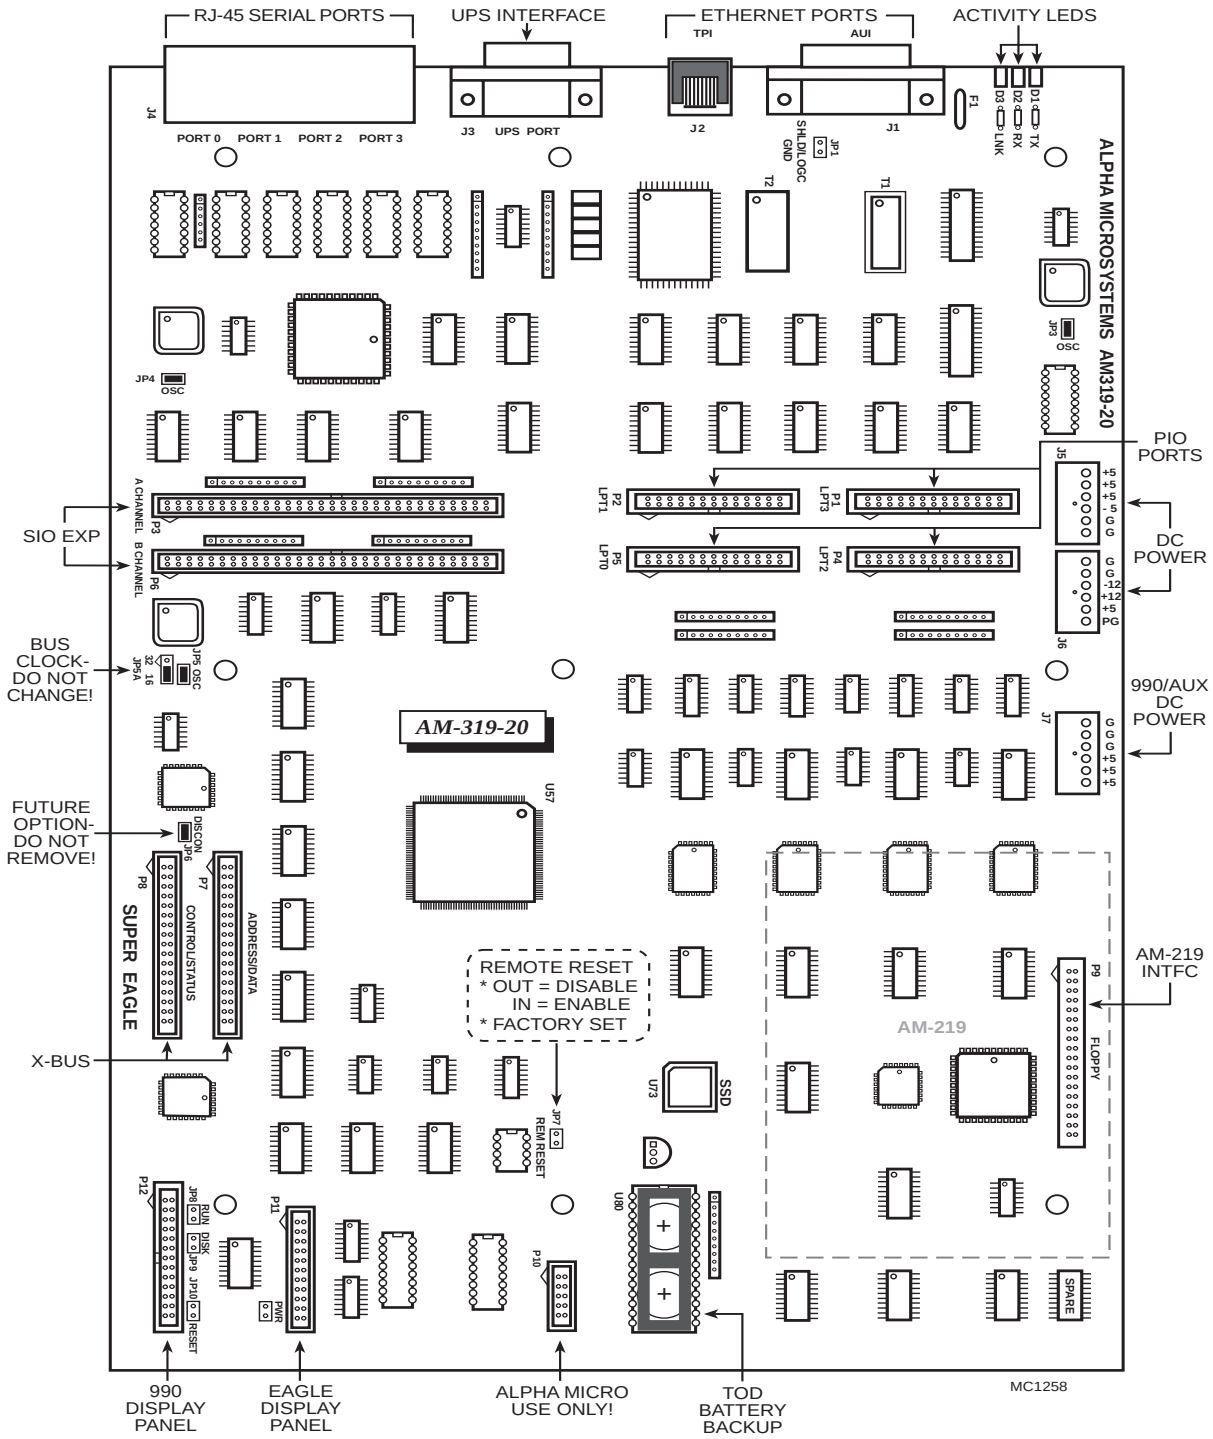

*Figure 4-2: AM-319-20 Board Configuration*
1. Install the JP7 jumper, which is shown in the AM-319-20 illustration (Figure 4-2). The factory default is not installed.